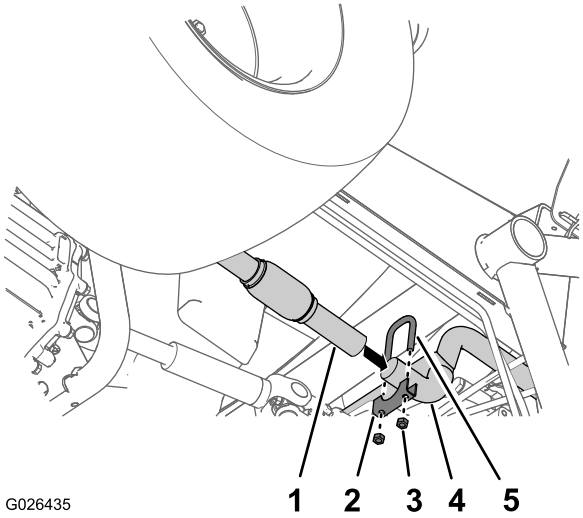

Figur 10
1. Rengør den udvendige overflade af Y-rørets åbne ende (Figur 10).
2. Før udstødningsrørets ende (ved flekssamlingen) over enden på Y-røret, indtil Y-røret sidder helt på plads i udstødningsrøret (Figur 10).
4. Monter en bøjleskrue (1-1/4 tomme), et sadelbeslag (1-1/4 tomme) og 2 møtrikker ved samlingen af udstødningsrøret og Y-røret (Figur 10).